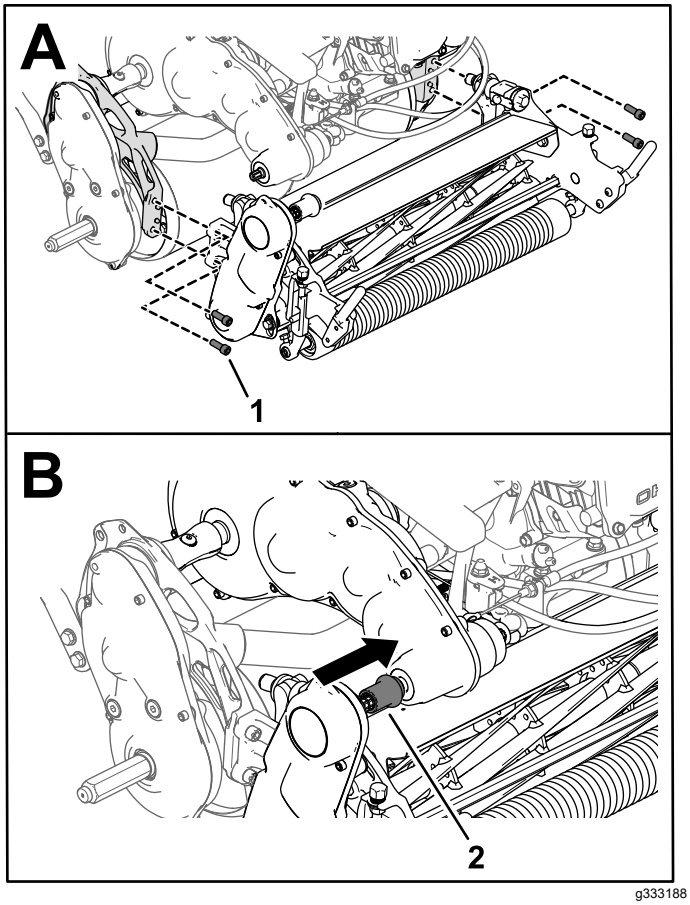

Figur 47
3. Använd 4 insexskruvar för att fästa klippenheten på ramen (Figur 47).
4. Skjut på klippenhetens drivkoppling på transmissionens drivaxel (Figur 47).